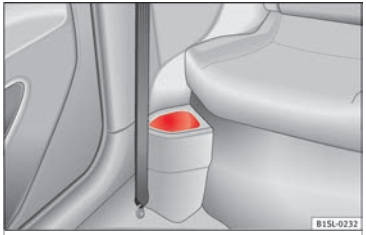

Fig. 62 In front of the rear seats: storage compartment
- In front of the rear seats ››› **Fig. 62**.